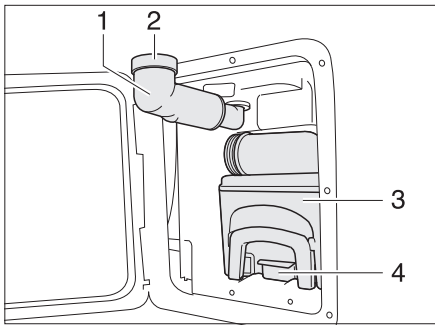

Fig. 142 Thetford cassette
- Swing the fresh water filler neck (Fig. 142,1) towards the outside.
- Remove the screw cap (Fig. 142,2).